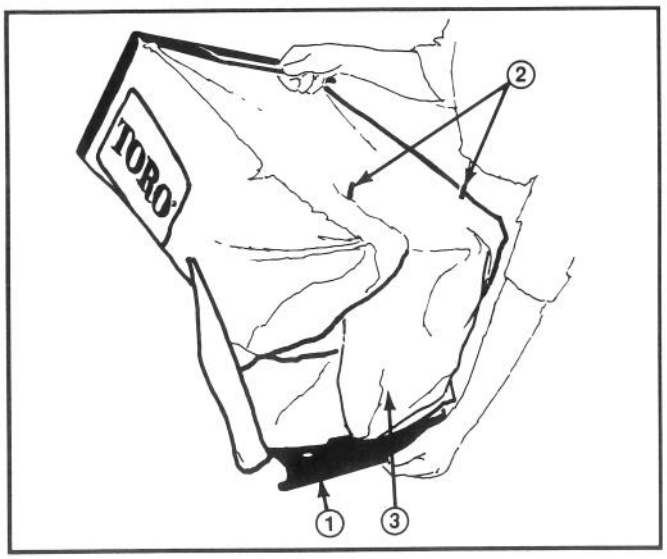

Abbildung 14
4. SACKENTLEERUNG–Fassen Sie den Griff des Sackrahmens an, heben Sie den Plastikhebel von den Stiften und schieben Sie das hintere Ende des Grassacks vom Sackrahmen herunter (Abb. 14). Die Klappe am hinteren Ende des Grassacks hochheben, und langsam das vordere Ende des Sacks anheben und schütteln, um den Sack zu entleeren.